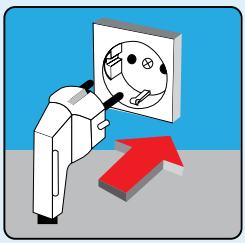

Abb. 9
- Wenn das Gerät während des Transports zu stark gerüttelt wurde, lassen Sie es (1) Stunde ruhen, bevor Sie es in Betrieb nehmen. So kann das Kompressoren-Öl, sollte es ins System gelaufen sein, wieder zurücklaufen. Sollten Sie das Gerät, ohne dieses zu beachten, in Betrieb nehmen, könnten Sie somit dem Kompressor schaden.
- Schließen Sie das Gerät nur an einen Stecker an, der entsprechend den Regulierungen angebracht wurde und 220-240V/ 50 Hz Alternativspannung besitzt. (Abb. 9)